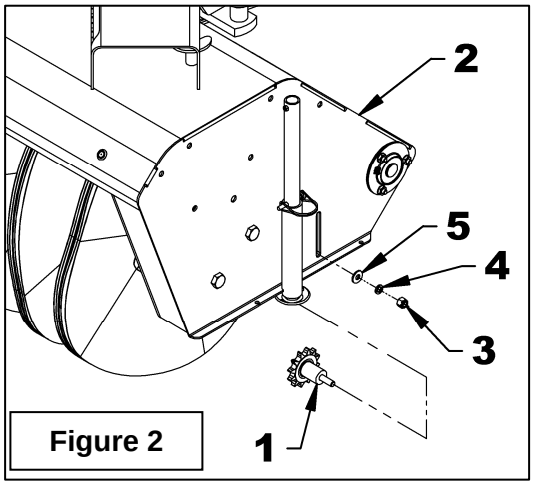

Figure 2
2. **Figure 2:** Remove the chain idler (item 1) from the broom housing (item 2) by removing the 3/8"NC nylon insert locknut (item 3), the 3/8" lockwasher (item 4) and the 3/8" flat washer (item 5).
11. **Figure 2:** Reinstall the chain idler (item 1) with the 3/8"NC nylon insert locknut (item 3), 3/8" lockwasher (item 4) and the 3/8" flat washer (item 5). Refer to figure 14 instructions for the proper chain adjustment.